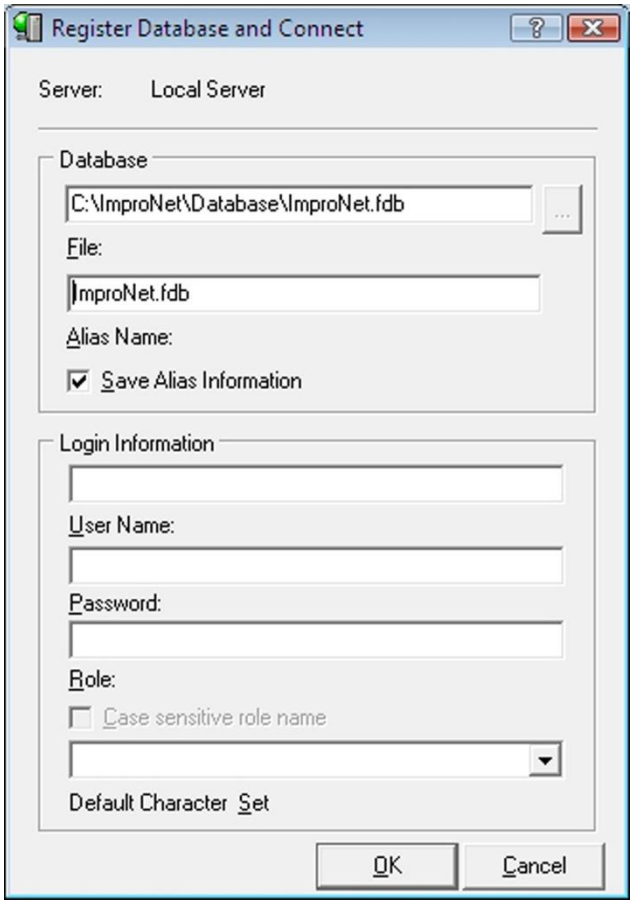

Figure 51 – Register Database and Connect Dialog
2. In the **Register Database and Connect** dialog, In the **Database** textbox, enter in the full file path to your Database (see Figure 51).